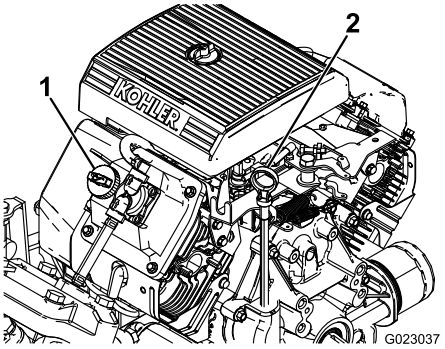

Figur 43
2. Fjern målepinden, og aftør den med en ren klud (Figur 43). Sæt målepinden i røret, og sørg for, at den er helt i bund. Fjern målepinden, og kontroller oliestanden.
3. Hvis oliestanden er lav, skal påfyldningsdækslet fjernes fra ventildækslet (Figur 43) og olie hældes i åbningen, indtil oliestanden når op til mærket FULL (fuld) på målepinden. Hæld langsomt olie på, og kontroller niveauet ofte under denne proces. Fyld ikke for meget på.
8. Hæld langsomt cirka 80 % af den specificerede mængde olie i oliepåfyldningsrøret (Figur 43).